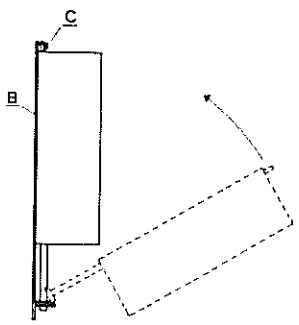

Fig 4
- fixer le cadre mural B (fig. 4)
- poser le corps de la chaudière avec sa bride sur cadre mural suivant fig.4
- muurframe B vasthechten (fig.4 )
- ketellichaam met flens op muurframe plaatsen volgens fig. 4